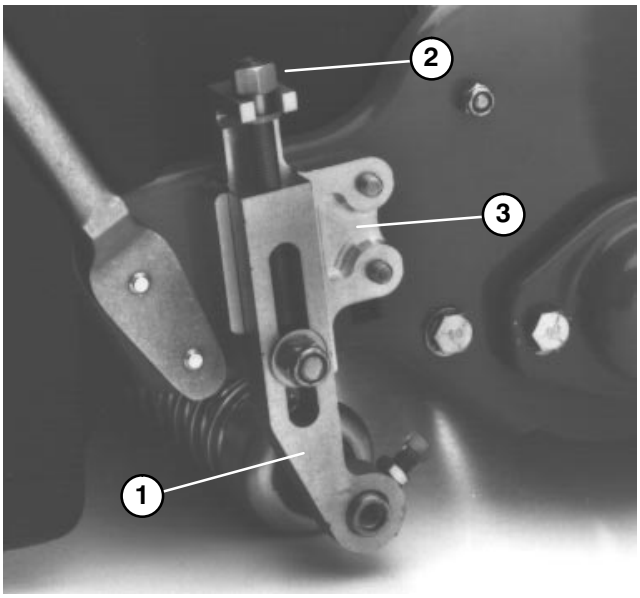

Figure 4
1. Remove locknuts securing height-of-cut arms to height-of-cut brackets (Fig. 4).
3. Remove adjusting screw from height−of−cut arm (Fig. 4).